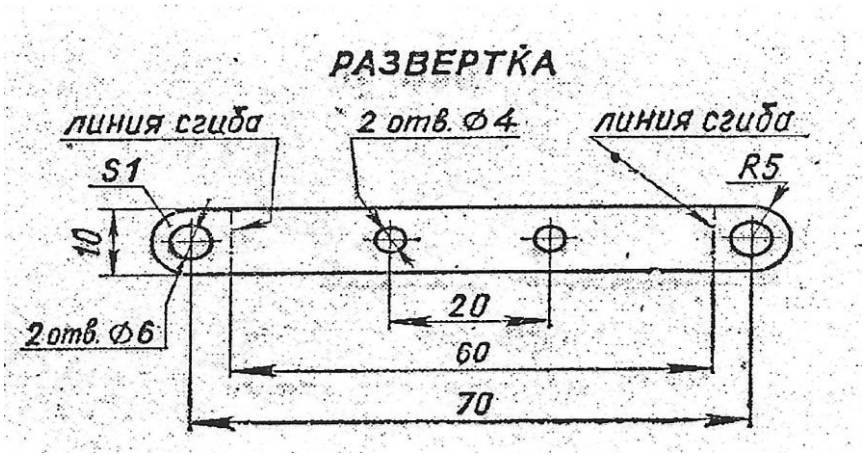

Рис. 2
2. Розмітити контур скоби за кресленням (рис. 2),.